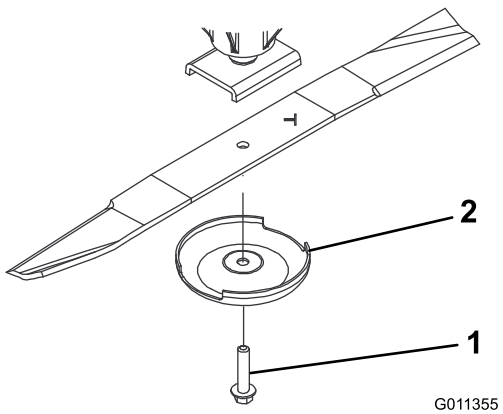

Figur 65
2. Fatta tag i knivens ände med en trasa eller en tjockt vadderad handske. Ta bort knivskruven, antiskalbehållaren och kniven från spindelaxeln (Figur 65).
3. Montera kniven med seglet mot klippenheten med antiskalbehållaren och knivbulten (Figur 65). Dra åt knivskruven till 115–149 Nm.
Om du låter en kniv bli sliten bildas ett spår mellan seglet och knivens flata del (Figur 65). Till slut kan en bit av kniven gå av och slungas ut från under kåpan och kanske skada dig eller någon kringstående allvarligt.